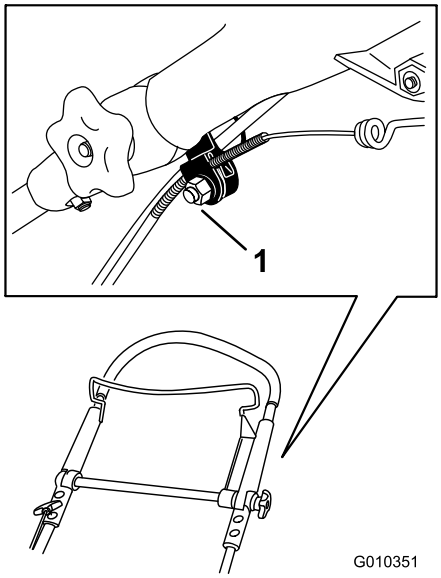

Figur 32
1. Lossa muttern på kabelfästet (Figur 32).